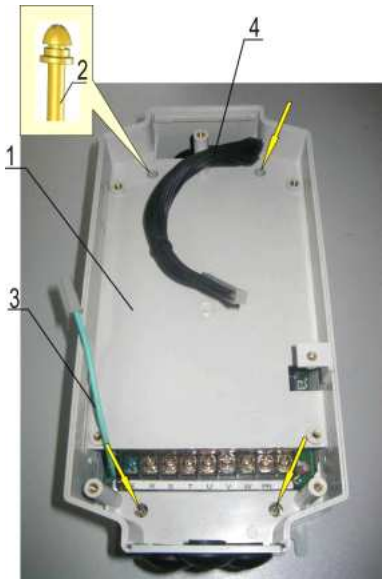

Рис. 6.7
6.4.1. Выкрутить четыре винта 2, демонтировать среднюю часть корпуса 1 (рис. 6.7). Положить снятую часть корпуса и винты в тару.